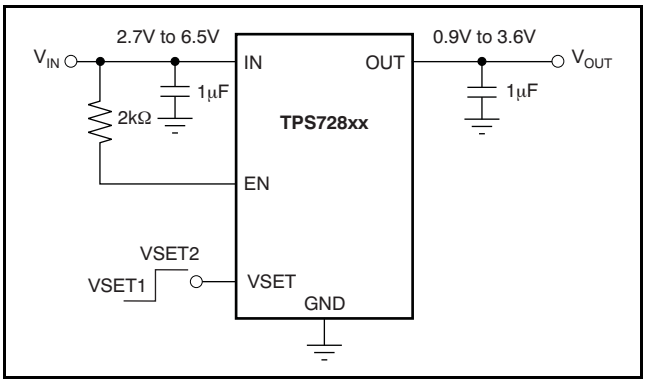
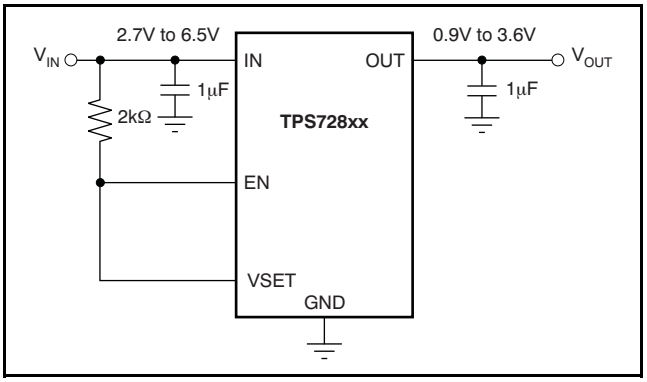

Figure 40. Circuit Showing EN Tied High when Shutdown Capability is Not Required
Figure 41. Circuit to Tie Both EN and VSET High
The enable pin (EN) is active high and is compatible with standard and low voltage, TTL-CMOS levels. When shutdown capability is not required, EN can be connected to the IN pin, as shown in Figure 40. Figure 41 shows when both EN and VSET are tied to IN. The TPS728xx, with internal active output pulldown circuitry, discharges the output to within 5% of V_{OUT} with a time (*t*) of: